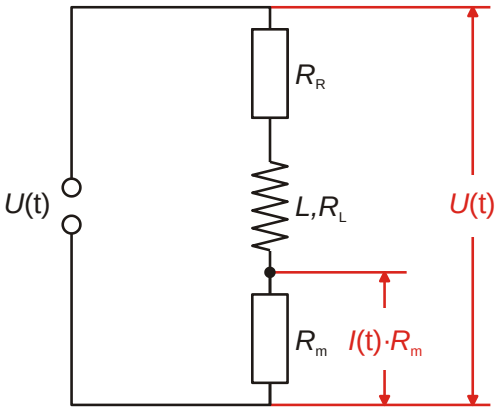

Fig. 3: Schaltskizze
- Schaltung auf der Steckplatte gemäß Fig. 3 realisieren.